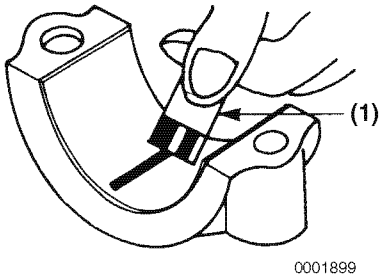

Figure 6-109
(e) Compare the width of the flattened PLASTIGAGE to the graduation marks on the package **(Figure 6-109, (1))**. The mark that most closely matches the width of the flattened PLASTIGAGE will indicate the bearing oil clearance.